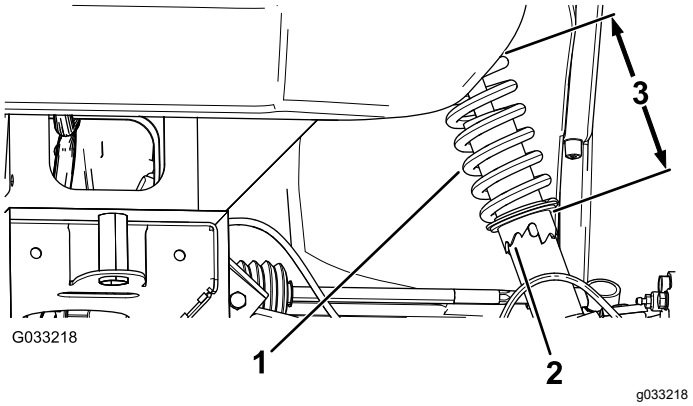

Figuur 53
2. Als de vlucht van het wiel onjuist afgesteld is, draai dan met de schroefsleutel aan de kraag van de schokdemper tot het wiel uitgelijnd is (Figuur 53).